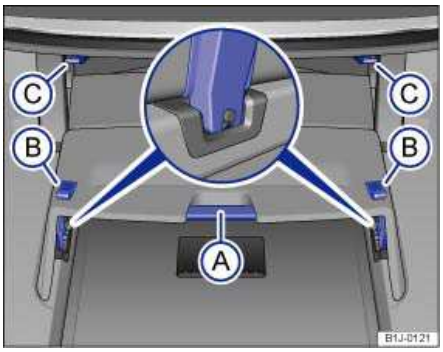

Fig. 98 Lifting up the inside luggage compartment cover.
In order to open or close the CSC roof, the luggage compartment cover must be down and locked in place in its latches ⇒ fig. 98 (inset).
- Pull the luggage compartment cover up by the handle ⇒fig. 98 (A). A little extra force may be needed to disengage the cover from the latches (magnified view).
- Latch the cover by slipping hooks (B) over tabs (C).
- Using handle (A), pull back slightly on the luggage compartment cover to release the hooks from the tabs.
- Lower the cover and push it completely into its latches ⇒ fig. 98 (magnified view), so that these engage.